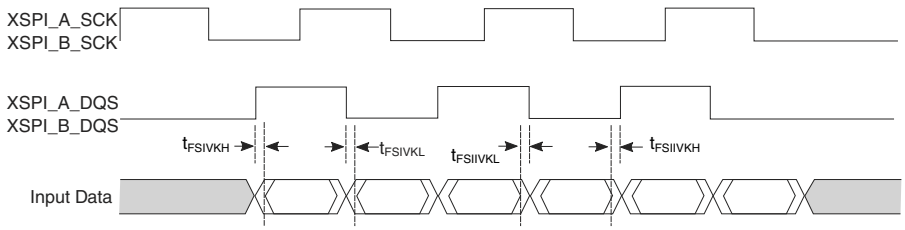

Figure 28. FlexSPI input AC timing - DDR mode with an external DQS
5. See Figure 28. on page 110.